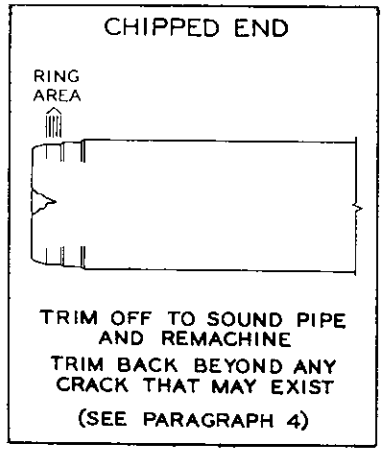

FIG. 83
6. On the machined end of the pipe (where water-tightness is attained by sealing with rubber rings) grooves and scratches that run lengthwise, and would be in the rubber ring area, will have to be repaired or trimmed off and remachined. Refer to Fig. 83. Slight scratches (not over $^1/_{16}$" deep and no wider than ¼") can be repaired by sanding the sharp edges so that the rubber rings will seat properly on the pipe. Wider or deeper scratches will prevent the ring from sealing properly and should be trimmed off.